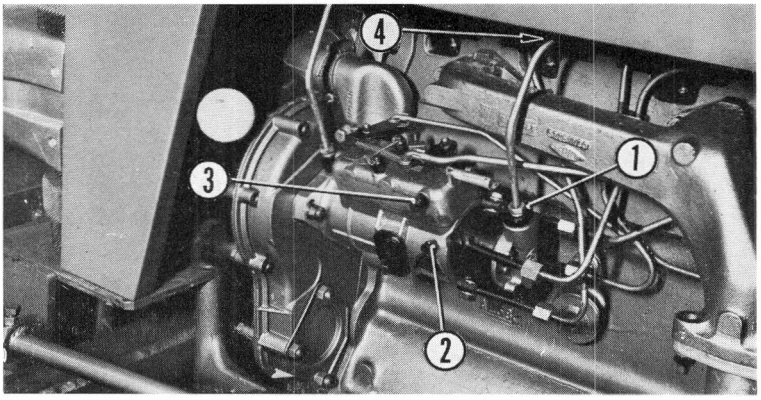

FIG. 56
c) Purger de la même manière au raccord (1, fig. 56) d'arrivée sur la pompe d'injection après l'avoir desserré. Rebloquer le raccord.
d) Desserrer le bouchon de purge inférieur (2) de la pompe d'injection et actionner la pompe d'alimentation jusqu'à ce que le carburant sorte sans bulle d'air. Resserrer ce bouchon tout en continuant à pomper manuellement.
f) Tout en faisant tourner le moteur, desserrer un raccord de tuyau d'injecteur à hauteur de ce dernier (4, fig. 56), l'air contenu s'échappera et quand le carburant sort par à-coups réguliers, resserrer le raccord ; la purge de cet injecteur est faite. Exécuter la même opération sur les autres injecteurs.